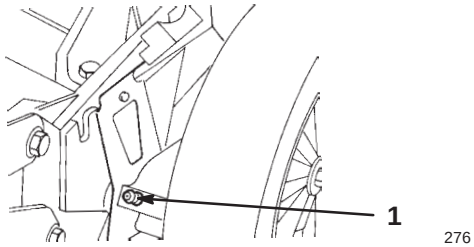

Figur 23
5. Torka av smörjnipplarna med en ren trasa (figur 23).